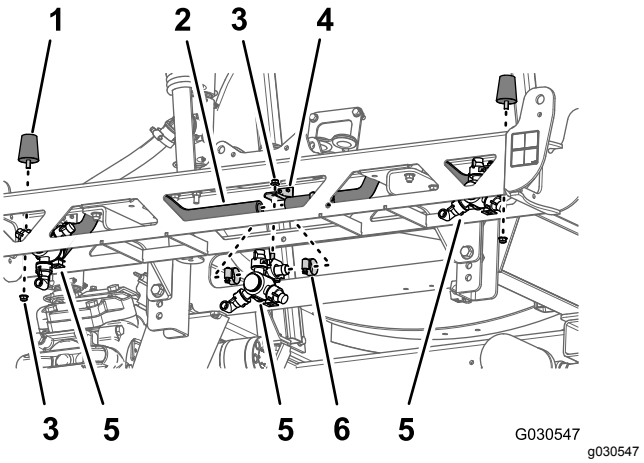

Figur 78
4. Fjern flangelåsemøtrikker (5/16 tomme), der fastgør venstre og højre kofanger til enderne af midterbomsektionens stel (Figur 78).
1. Fjern fire slangeklemmer, der fastgør de tre sprøjtedyser på slangerne (3/4 tomme indvendig diameter) (Figur 78).
2. Afmonter den flangemøtrik (5/16 tomme), der fastgør de 3 sprøjtedyser til dysebeslagene på midterbomsektionen, og afmonter dyserne (Figur 78).